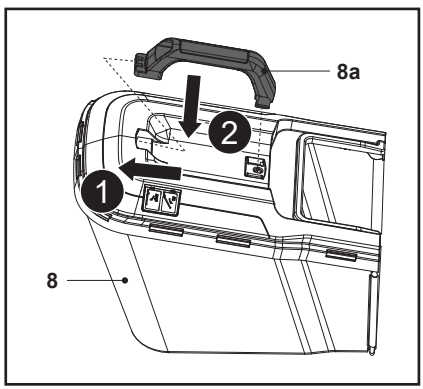

Fig. 6
2. Monte el asa de transporte (8a) en las dos ranuras de montaje del bastidor superior del recogedor de hierba (8), pero tenga cuidado y colóquelo en la orientación correcta (Fig. 6).